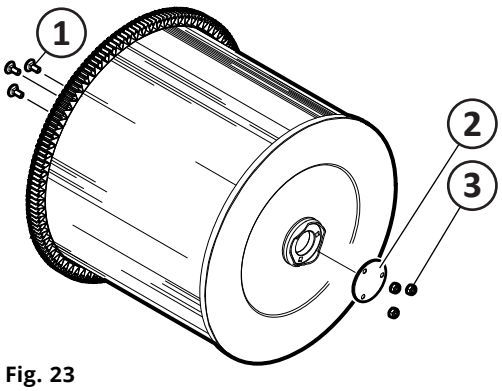
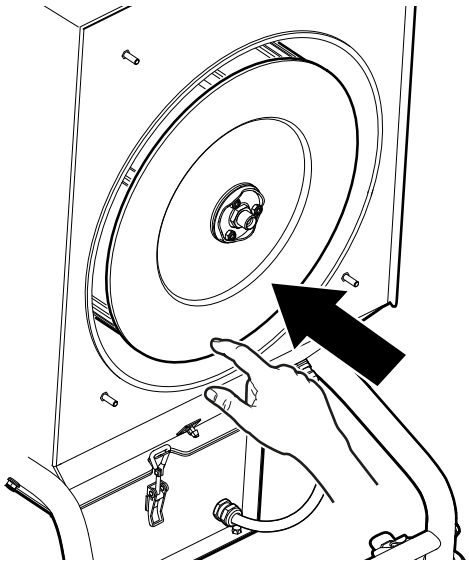
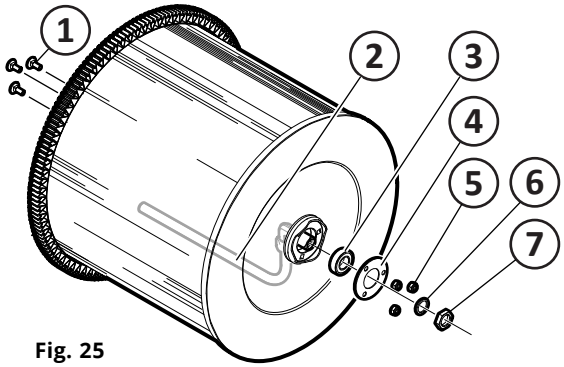

Fig. 23
Fig. 24
Fig. 25
1. Refit the carriage bolts (pos 1, **Fig. 23**) inside the filter cartridge.
2. Refit the cover plate (2) and secure with the lock nuts (3).
3. Carefully insert the new filter cartridge horizontally until the crank rim drops down from the filter brushes (**Fig. 24**).
6. Refit the carriage bolts (pos 1, **Fig. 25**) and nozzle (2) inside the filter cartridge.
7. Fit the bearings (3), refit the cover plate (4) and secure with the lock nuts (5).
8. Screw the nozzle (2) in place with the washer (6) and nut (7).
9. Carefully insert the new filter cartridge horizontally until the crank rim drops down from the filter brushes (**Fig. 24**).
Dimensions: ..... See **Fig. 25**